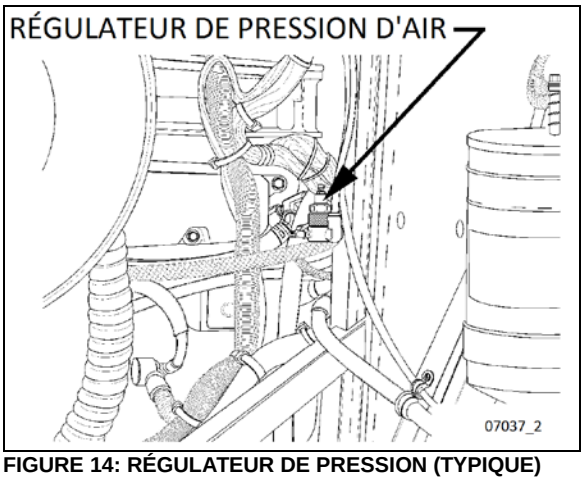

FIGURE 14: RÉGULATEUR DE PRESSION (TYPIQUE)
24. Régler la pression du ralentisseur à 80 ± 3 psi au moyen du régulateur de pression d'air. Pour plus d'information, se reporter à la section *12 : Circuit De Freinage Et D'air*, sous « *Régulateur De Pression D'air* ». Le régulateur de pression d'air se trouve à l'arrière du compartiment moteur, du côté droit (Figure 14) ou dans le compartiment de service arrière droit.